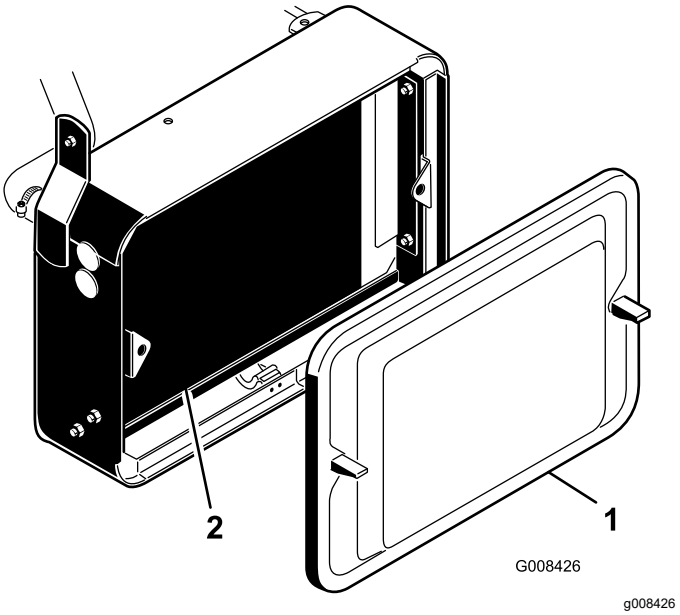

Figur 44
1. Afmonter kølergitteret (Figur 44).